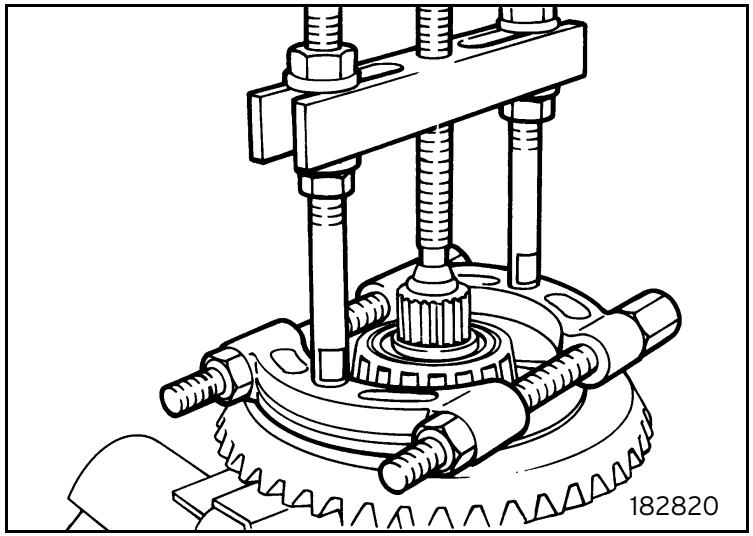

Fig. 20
- Using a suitable puller and shim, remove the roller bearing (figure 20). Repeat the operation on the other side.